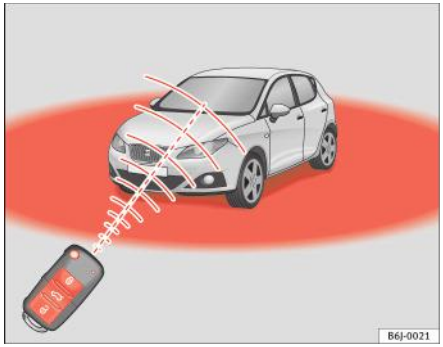

Fig. 43 Raza de acțiune a telecomenzii
De asemenea, indicatorul de stare a bateriei de pe cheie ⇒ fig. 43 va clipi.
- Cheia telecomenzii funcționează numai dacă vă aflați în raza sa de acțiune ⇒ pagina 80, fig. 43.